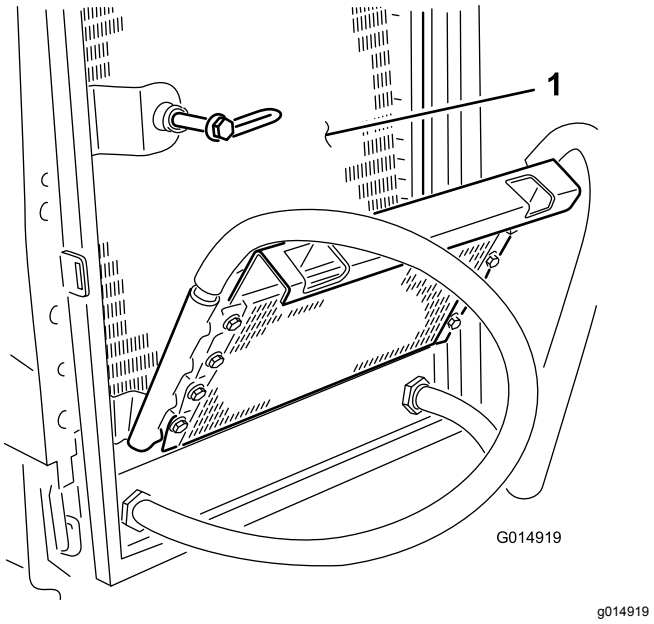

**Figuur 43**
8. Maak beide kanten van de oliekoeler grondig schoon. Nadat u de radiateur en oliekoelers grondig hebt schoongemaakt, dient u met perslucht het vuil te verwijderen dat zich kan hebben opgestapeld op andere onderdelen van de machine (Figuur 43).